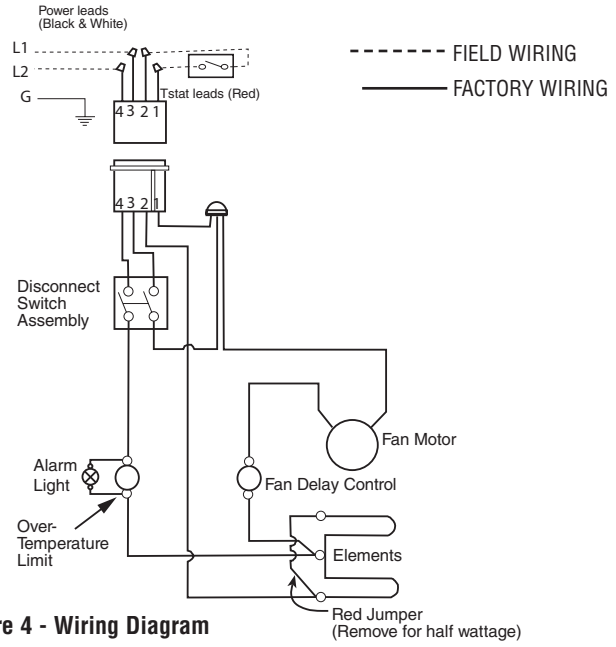

**Figure 4 - Wiring Diagram**
1. Following wiring diagram (Figure 4) connect supply wiring and thermostat wiring to heater lead wires in back box.
3. Fit heater/fan assembly into back box and secure in place with (2) screws provided through the center slots in the fan assembly.